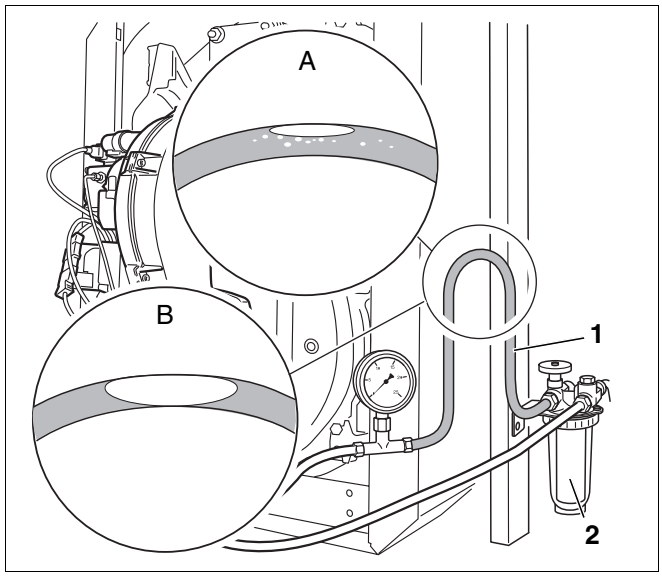

Rys. 79 Podwieszenie przezroczystego węża (przedstawienie schematyczne)
- Przezroczysty wąż należy zamontować (rys. 79, **poz. 1**) na przewodzie ssącym za filtrem oleju (rys. 79, **poz. 2**).
- Podwiesić pętlę przezroczystego węża w pokazany sposób (rys. 79).
- Sprawdzić optycznie ilość gromadzącego się powietrza (rys. 79, **powiększenie A** i **B**).
Jeżeli w najwyższej części pętli (rys. 79, **powiększenie A**) zbierze się tylko niewielka ilość powietrza oznacza to, że przewód olejowy jest wystarczająco szczelny.
Jeżeli pęcherze powietrza są duże (rys. 79, **powiększenie B**), oznacza to, że przewód ssący i/lub przyłącza są nieszczelne.